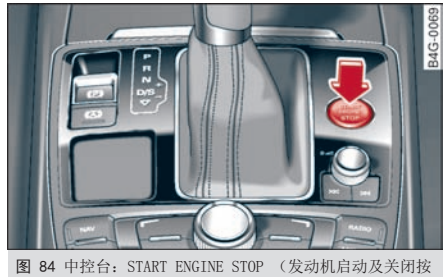

图 84 中控台：START ENGINE STOP （发动机启动及关闭按钮）
▶ 按压按钮 START ENGINE STOP ⇨ *60 页，图 84*。